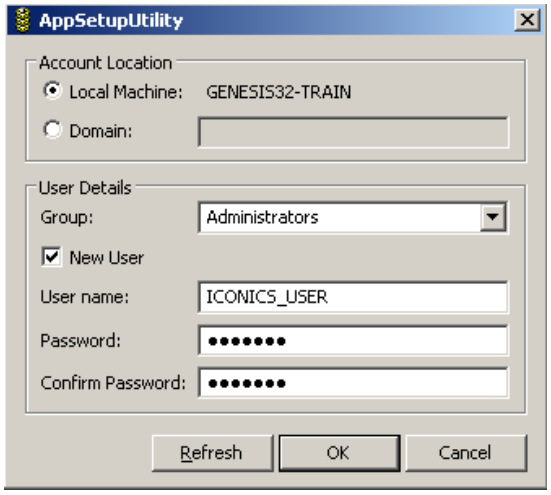

Figure L1.7 - Application Setup Utility
11. The Setup Status window will show you the progress of the installation. During this step, the **Application Setup Utility** will launch. You can choose to create the new "ICONICS_USER" (see Figure L1.7 - Application Setup Utility) or choose an existing user that is a member of the administrators group on the system.